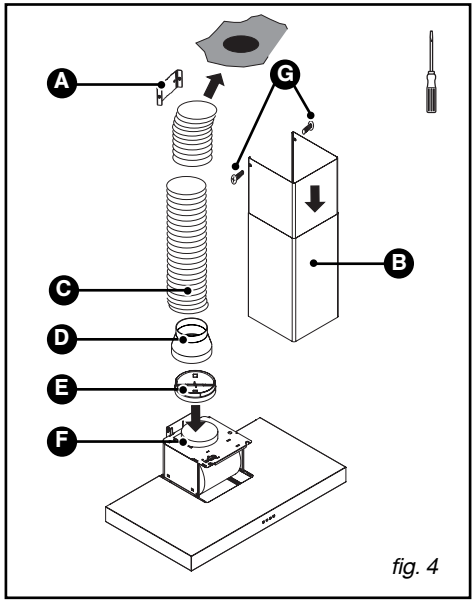

fig. 4
– Fixez la partie supérieure de la cheminée (B/fig. 4) sur le support cheminée métallique (A/fig. 4) avec les deux vis (G/fig. 4).